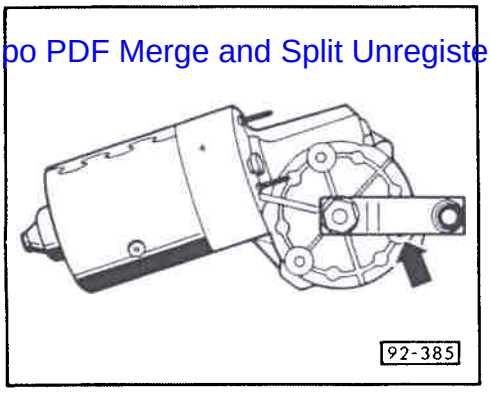

Fig. 1 Position d'arrêt fixe: réglage
- Position d'arrêt fixe: réglage fig. 1